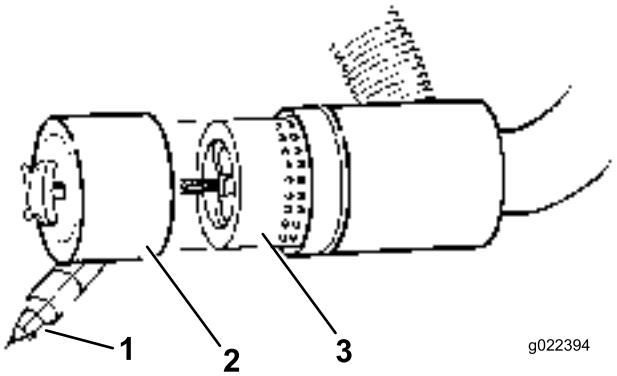

Figur 51
3. Ta bort och byt ut filtret (Figur 51).